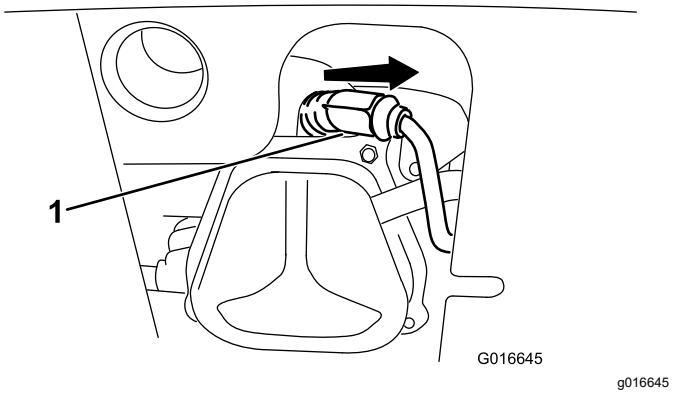

Figure 37
1. Enlevez le capuchon (Figure 37).